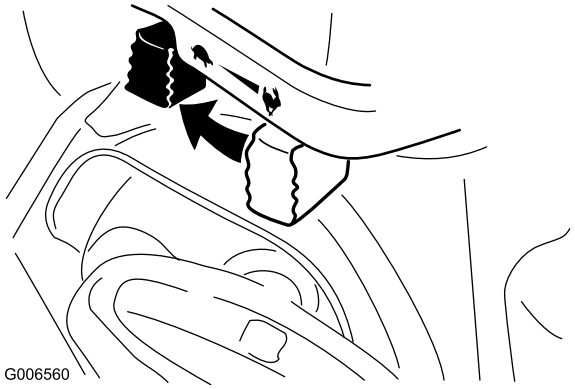

Figur 31
1. Flyt gashåndtaget til positionen Slow (langsom) og dernæst til positionen Stop (Figur 31).